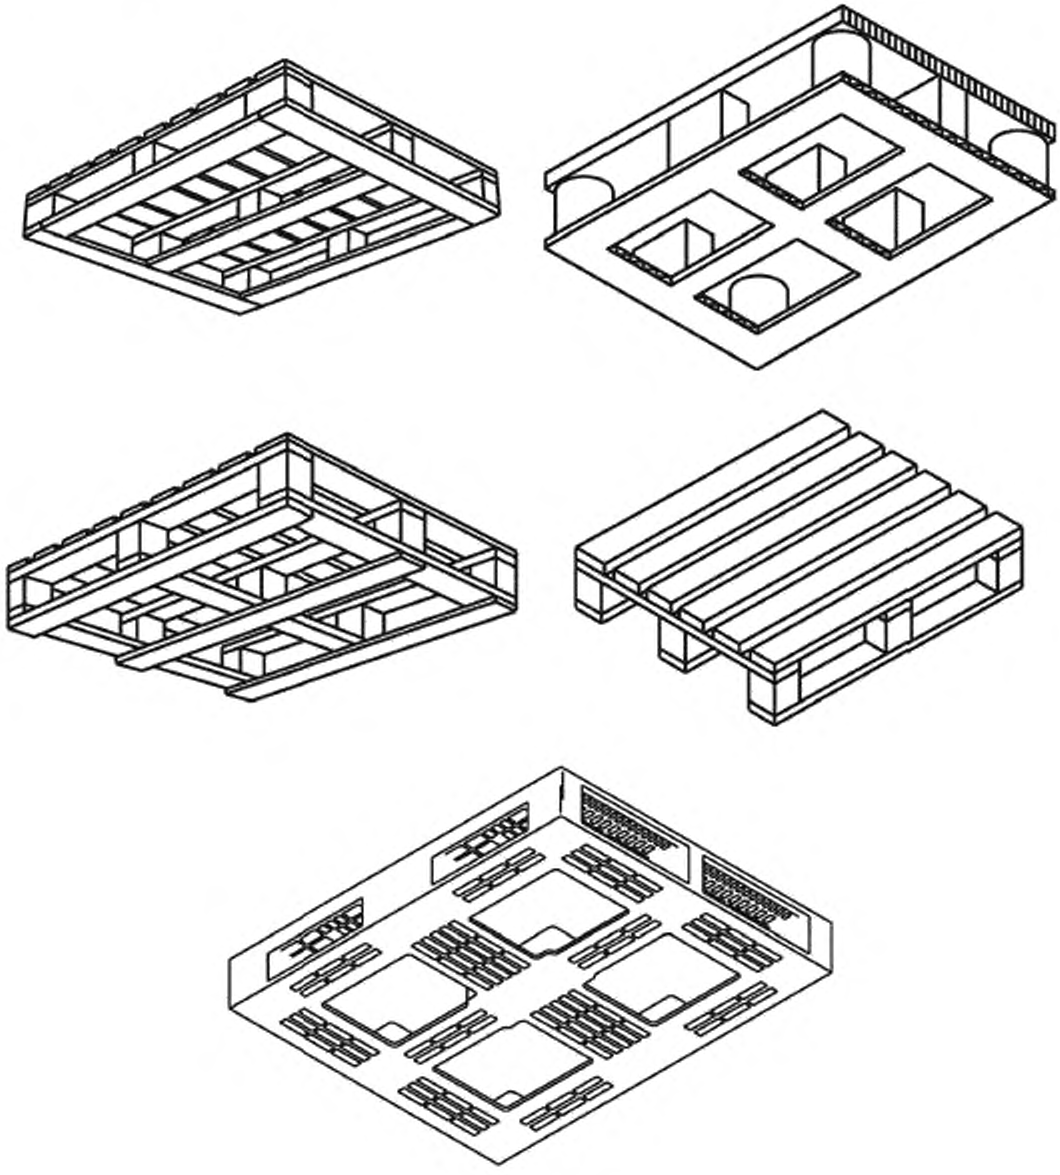

Рисунок 43 — Окна
6.3.1 **окно:** Отверстие в нижнем настиле у двухнастильного поддона для размещения колес вилочного захвата тележки, предназначенное для обеспечения их опоры на грунт (см. рисунок 43).